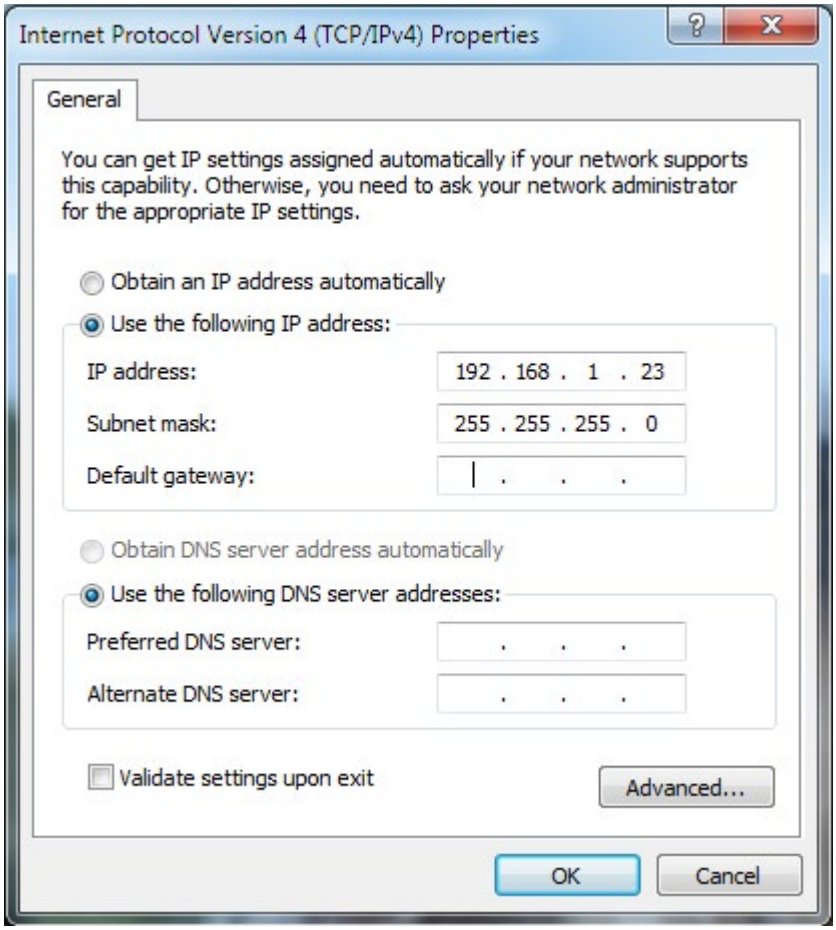

Figure 2.1 - Example of a PC Ethernet Port Settings Window
- A computer (PC or Mac) set to a static IP address in the subnet 192.168.1.xxx, where xxx is a subnet address (0 to 255) not being used by any other device on the network. Do not use 192.168.1.9 or the final IP address you will be using for the NetLink. Disable any active WiFi connections. See Figure 2.1.